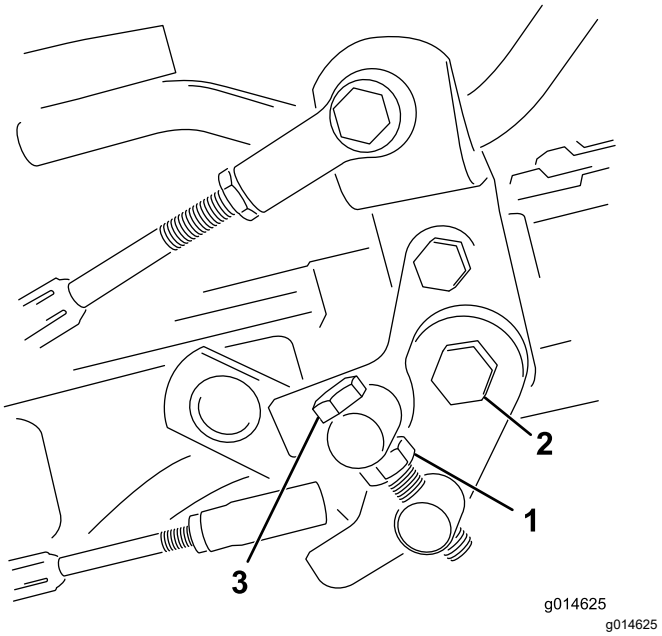

Rysunek 39
1. Poluzuj przeciwnakrętkę na śrubie czopu (Rysunek 39).
4. Dokręć przeciwnakrętkę na śrubie czopu oraz nakrętkę na osi pedału, aby zablokować położenie regulacji (Rysunek 39). Sprawdź efekt regulacji i w razie potrzeby dokonaj korekty.